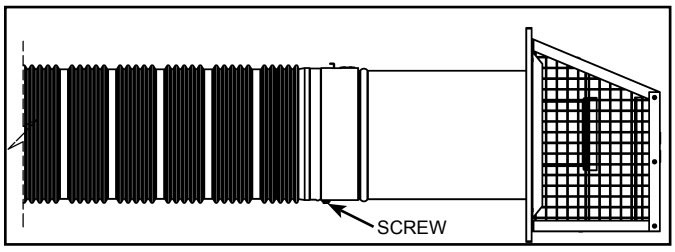
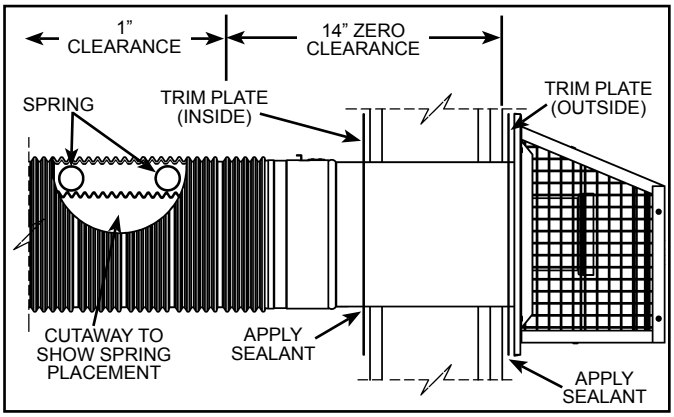

Figure 20
Figure 21
Cut a clearance hole, approximately 7" in diameter, through the exterior wall for the vent assembly. The recommended height is 64" for 40 gal. models, 73" for 50 gal. models and 74" for 50 gal. Hi-Input models, as measured from the hole center to bottom of water heater. Where the wall is combustible and the wall thickness is over 14", 1" clearance to combustible surfaces around the vent terminal is needed. The first 14" is zero clearance (see Figure 21).
The vent piping and the vent termination hood are to be connected as shown in Figure 20.
Maintain vent clearances to combustibles as shown in Figure 21.
The completed connection is shown in Figure 20.
Some models are supplied with trim plates which may be used to cover the holes in the wall (see Figure 1 and Figure 21). Slide one trim plate (if supplied) over the outer corrugated tube, then insert the outer corrugated tube through the clearance hole from exterior wall. Secure the trim plate to the exterior wall, then secure the vent terminal to the exterior wall with 4 screw anchors (included) appropriate for the type of wall construction. Caulk the junction of the vent terminal base plate and the exterior wall with exterior type sealant (not included). Slide the trim plate (inside) over the outer corrugated tube and fasten the trim plate to the interior wall. Caulk the junction of the outer corrugated tube and the trim plate (inside) with suitable sealant. The vent termination hood attaches to the vent piping as shown in Figure 20.
3. Minimum vent pipe clearance to combustibles is 1" (see Figure 21).